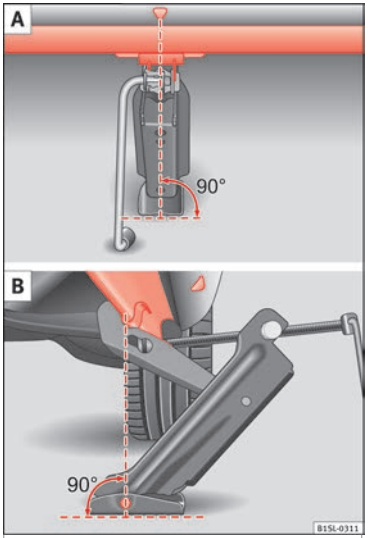

Fig. 56 Jack mounted on the left rear part of the vehicle
- **Only fit the jack at the prescribed jacking points. The claw of the jack should grip the reinforcement nerve on the underbody ››› Fig. 56.**